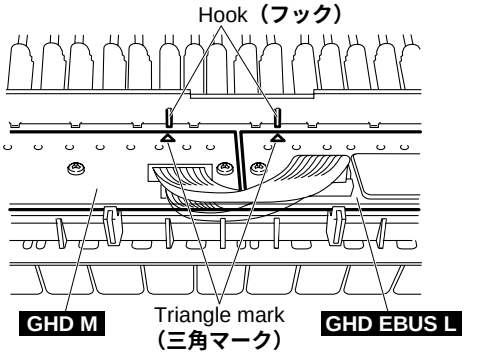

Fig.18 (**図 18**)
* **When installing the circuit boards, set it under hooks to align the triangle marks of the circuit board and projection parts of the frame as shown in figure 18.**
※ GHD M/GHD EBUS L シートを取り付ける際は、フレーム裏側にあるフック位置と基板の△マークが一致していることを確認してください。（図 18）